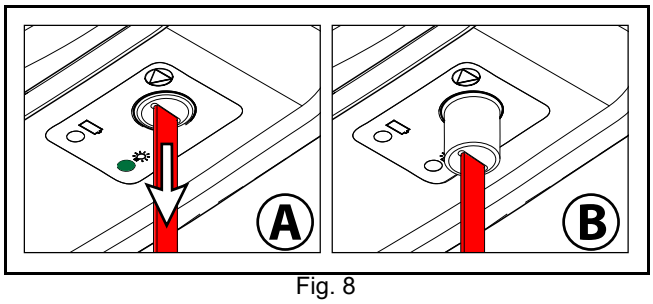

Fig. 8
1) Stands liften i en nødsituation ved at trække forsigtigt i den røde nødstopsnor en enkelt gang, indtil der lyder et ”klik” (se Fig. 8 - A). Læg mærke til, at nulstillingskontaktens plasticindsats i den øverste ende af den røde snor har bevæget sig ud (se Fig. 8 - B). Det grønne strømindikatorlys er slukket. Det kan også bemærkes at plejemodtageren begynder at blive sænket langsomt, når nødstoppet aktiveres. Dette er normalt.